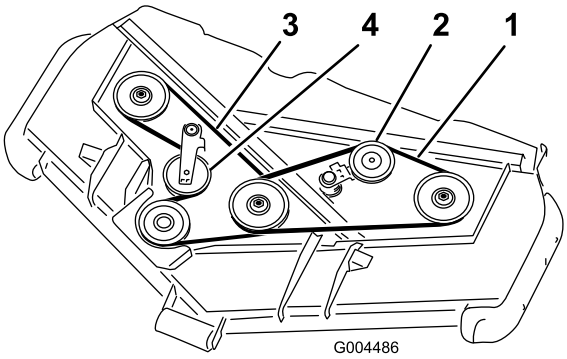

Figur 58
3. Ved å bruke et brekkjern eller lignende verktøy, flytt lederullen på den øverste remmen (Figur 58) vekk fra den øvre drivremmen for å lette på remspenningen og la remmen skli av lederullene.
4. Trekk en ny rem rundt girkasseremskiven, nederste spindelruller og lederullen som vist i Figur 58.
5. Trekk en ny rem rundt de øverste spindelrullene og lederullen som vist i Figur 58.